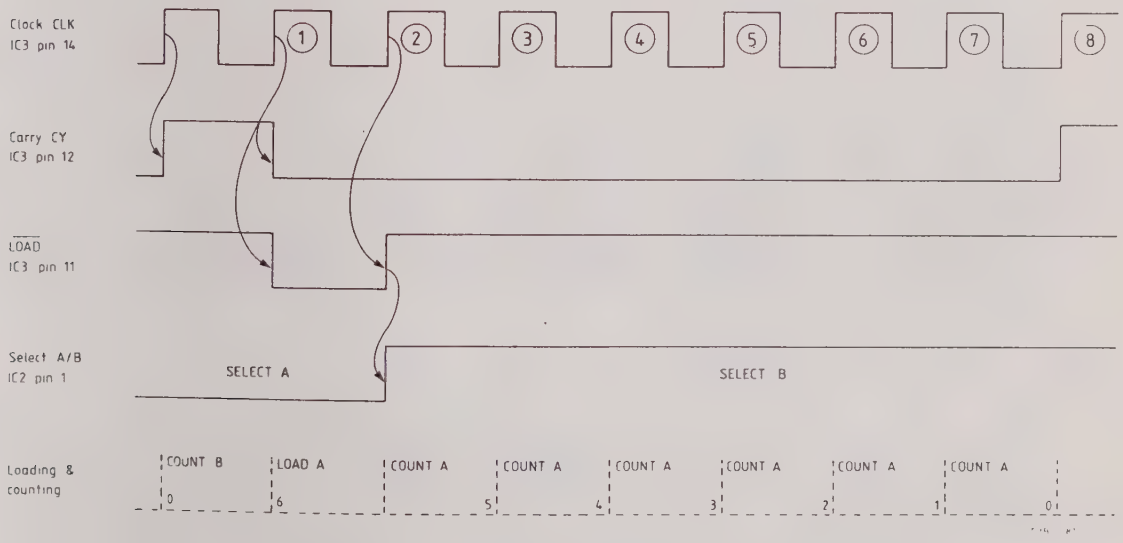

Fig. 9 Divide-by-N programmable divider operation - AA7,AA8.
160. The sequence of operations in the divider is as follows and commences with the counter counting down (refer to Fig. 9): IC3 counts down from the previously loaded-in number until the terminal count of zero is reached, upon which the carry output CY on pin 12 goes high. This supplies the data input to IC4a, so that when this IC is clocked by the next positive-going edge the data is transferred as a low to the Q(L) output. The logical low provides the LOAD enabling signal to IC3 pin 11 and during this clock period the data on the A,B,C,D inputs is loaded into the counter. Also during this period, the counter is prevented from counting due to the LOAD input being held low by IC4a while, as a result of the loading, the terminal count on IC3 pin 12 returns low. On the next positive clock edge the counter LOAD input goes high as IC4a is clocked which also clocks IC4b. The output of this bistable changes state and selects the alternative 4-bit word which appears at counter inputs A,B,C,D (this has no effect on the counter until the next counter load cycle takes place). Now that the counter LOAD input is high, on the next positive clock edge the count previously loaded can be counted down. The count is decremented by one for every clock edge until the terminal count is reached, when the cycle described above repeats. Output from second bistable IC4a is therefore a pulse after every two input cycles to the programmable divider.
161. For any value of 4-bit word loaded into the counter, one output cycle is produced by input cycles which are two more than the number loaded into the counter, e.g. for a loaded number of 6, eight input (clock) cycles produce one output cycle (see the example in Fig. 9). Also, if the number loaded in the first cycle were 8 the second 4-bit word would have the value of 7, 8 or 9 (since the numbers must be the same or adjacent). Thus for the output at TP1 to be 19 times lower in frequency than the clock input to the programmable divider, N = 19 and the two words sequentially loaded into the programmable
170. This divider operates similarly to the divide-by-N programmable divider on board AA7. The sequence of operations in the divider is as follows and commences with the counter counting down (refer to Fig. 9): IC3 counts down from the previously loaded-in number until the terminal count of zero is reached, upon which MIN COUNT goes high. This supplies the data input to IC4a, so that when this IC is clocked by the next positive-going edge the data is transferred as a low to the Q(L) output. The logical low provides the LOAD enabling signal to IC3 pin 11 and during this clock period the data on the A,B,C,D inputs is loaded into the counter. Also during this period, the counter is prevented from counting due to the LOAD input being held low by IC4a while, as a result of the loading, the terminal count on IC3 pin 12 returns low. On the next positive clock edge the counter LOAD input goes high as IC4a is clocked. The output of this bistable changes state and selects the alternative 4-bit word which appears at counter inputs A,B,C,D (this has no effect on the counter until the next counter load cycle takes place). Now that the counter LOAD input is high, on the next positive clock edge the count previously loaded can be counted down. The count is decremented by one for every clock edge until the terminal count is reached, when the cycle described above repeats. Output from bistable IC4a is therefore a pulse after every input cycle to the programmable divider.
171. For any value of 4-bit word loaded into the counter, one output cycle is produced by input cycles which are two more than the number loaded into the counter, e.g. for a loaded number of 8, ten input (clock) cycles produce one output cycle (see the example in Fig. 9 for board AA7). Also, if the number loaded in the first cycle were 8 the second 4-bit word would have the value of 7, 8 or 9 (since the numbers must be the same or adjacent). Thus for N = 19 the two words sequentially loaded into the programmable divider would be the binary codes for 7 and 8. The required division ratio of N/2 is produced by an output pulse after 9 input cycles followed by a pulse after 10 input cycles giving an average division ratio of 9.5. The divide-by-N/2 output supplies one input to the phase frequency comparator.